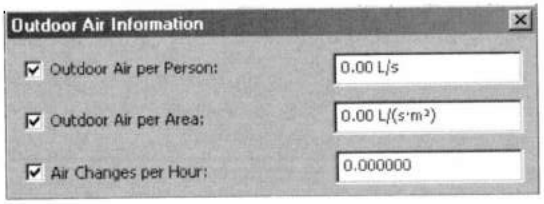

Рис. 38.14. *Настройка вентиляции*
- **Outdoor Air Information** (Информация по наружному воздуху) – данные по наружному воздуху зоны, представляемые в одноименном боксе (рис. 38.14), который открывается кнопкой **Edit** в строке данного параметра: